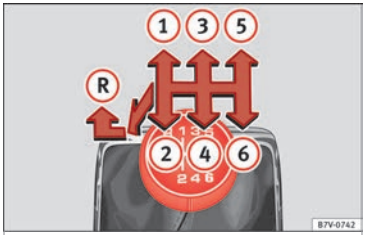

Fig. 47 Gear shift pattern of a 6-speed manual gearbox
The position of the gears is indicated on the gearbox lever ››› **Fig. 47**.
- With the gearbox lever in neutral, push it upwards, move it to the left as far as it will go and then forwards to select reverse ››› **Fig. 47** (R).